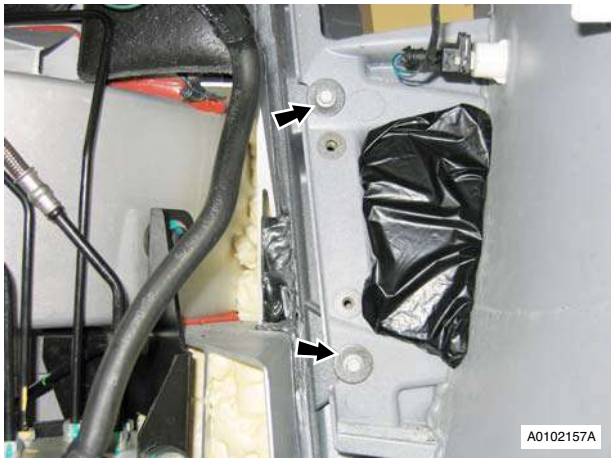

Figure 5
9. Remove bolts and spacers (x2) under wing (see Figure 5).